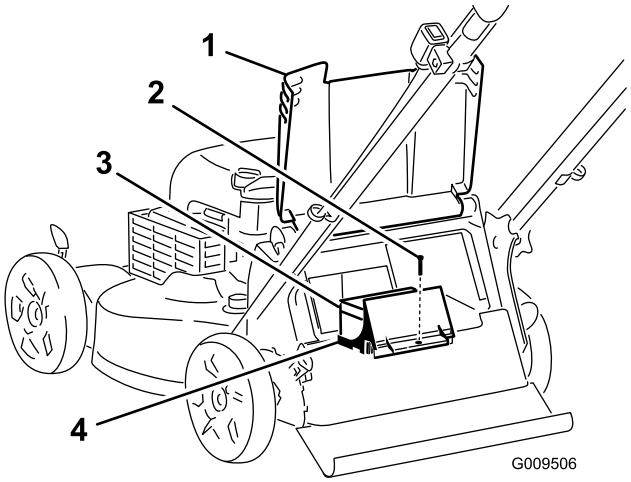

Bild 24
1. Heben Sie das hintere Ablenkblech an und finden Sie das Batteriefach (Bild 24).